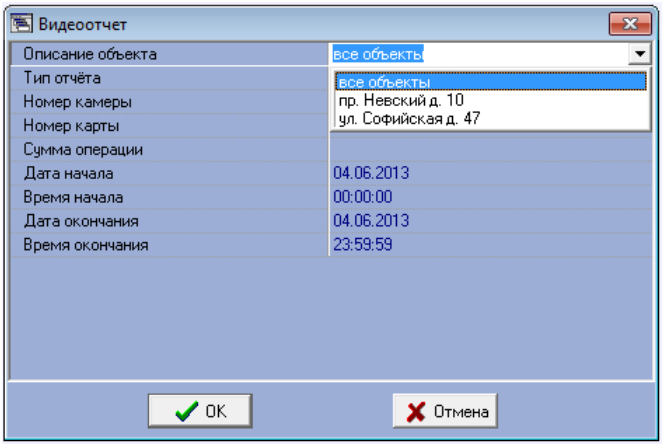

Рис. 6.4—3 Настройка списка объектов для построения отчета
3. **Тип отчёта** (Рис. 6.4—4). С помощью данного параметра можно выбрать один из пяти возможных отчётов: